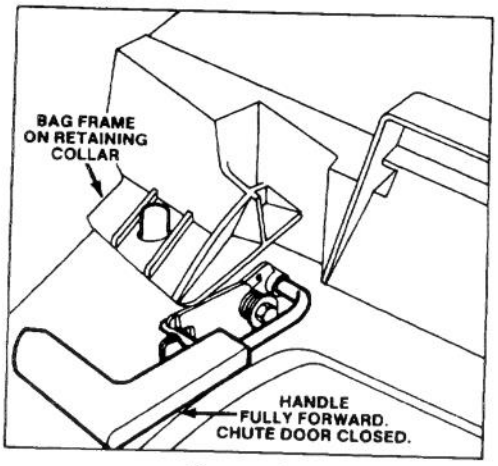

Figure 10
2. Assure chute door handle is fully forward and pin is engaged in catch (Fig. 10).
3. INSTALLING BAG — Slide hole in bag frame onto the retaining collar on housing (Fig. 10) and set rear of bag frame onto lower handle.
5. EMPTYING BAG — Stop engine and wait for all parts to stop. Move chute door handle forward to engage the locking pin with catch (Fig. 10). Grasp handle at front and rear of bag and lift bag off mower. Gradually tip bag forward to empty clippings.